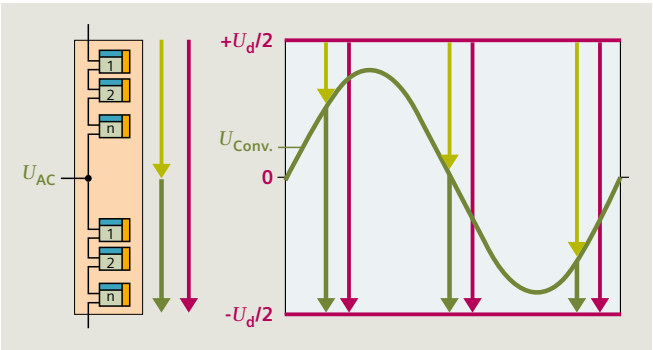

Fig. 2.2-9: Half-bridge MMC: The DC voltage is always higher than the AC voltage
- Half-bridge (HB) topology (fig. 2.2-9)